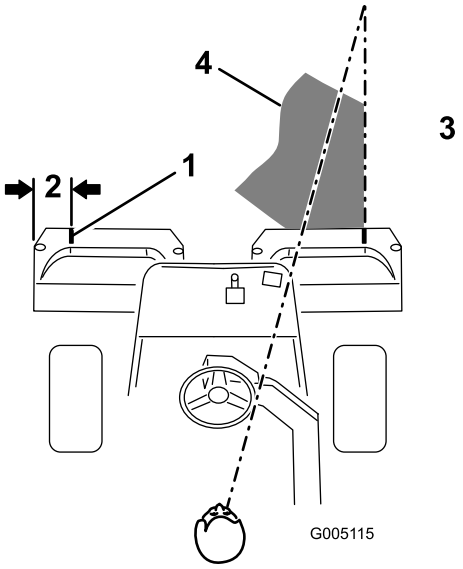
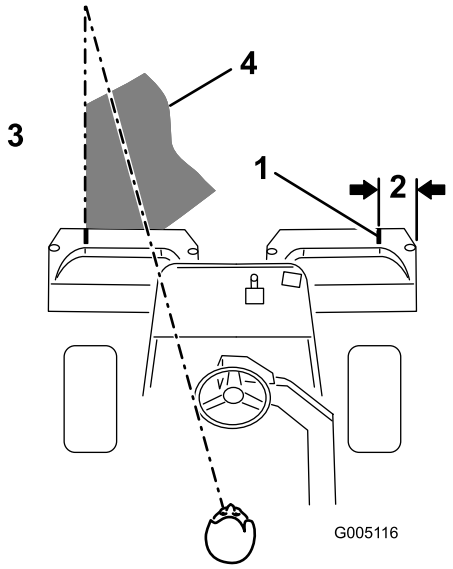

Figur 40
Figur 41
2. Placera en bit vit tejp eller måla en linje på varje korg parallellt med korgens ytterkant (Figur 40).
3. Överlappa den tidigare klippremsan så lite som möjligt under nästkommande vända. Etablera en tänkt siktlinje ca 1,8 till 3 m framför maskinen så att du klipper i en rak linje över greenen och håller maskinen på ett jämnt avstånd från förra klippvändans kant (Figur 40 och Figur 41). En del tycker att det är användbart att inkludera rattens ytterlinje som del i siktlinjen, d.v.s. att hålla rattkanten i linje med en punkt som alltid är på samma avstånd från maskinens framkant (Figur 40 och Figur 41).